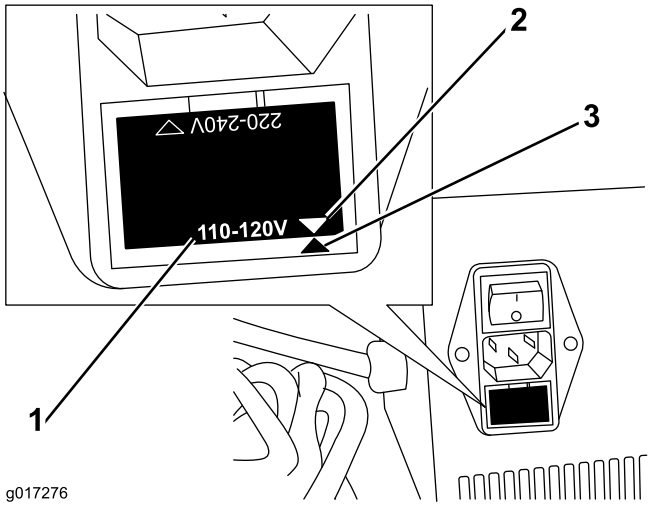

图1
1. 检查电源线插座下方保险丝托盘的方向，确定充电器的当前电压设置是否设定为与您将用于提供电源的插座相同的额定电压 （图1）。
注意： 图1 显示的是 110 – 120V 电源的设置。
3. 翻转保险丝托盘，使保险丝托盘的电压与其支架上的参考标记对齐 （图1）。